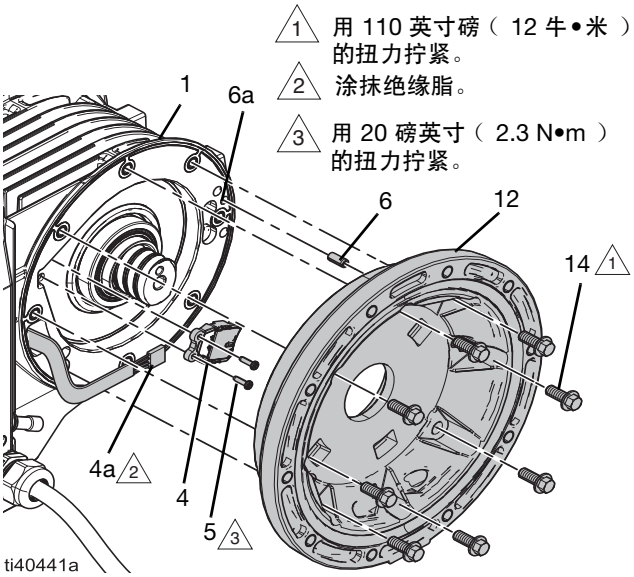
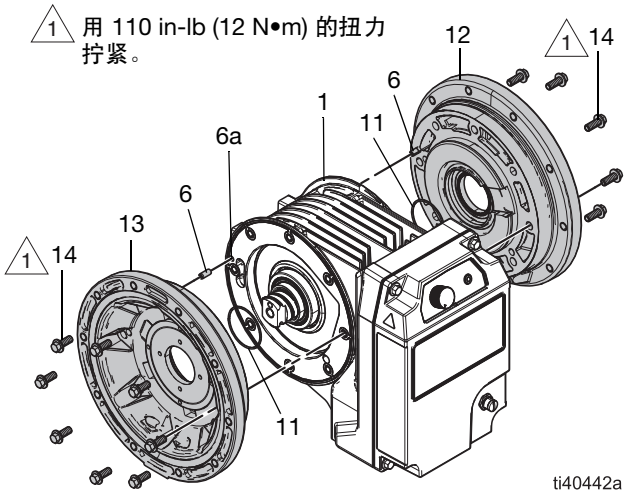

图 12：马达传感器
图 13：中心部分，负载侧
参见图 12。
请参见图 12 和图 13。
2. 小心安装传感器侧定子盖 (12)：
a. 将密封件 (11) 安装到定子盖 (12) 中。
b. 将定子盖 (12) 中的销 (6) 与定子外壳 (1) 上的销孔 (6a) 对齐，然后轻轻插入定子盖 (12)。确保定子帽正确安装到位。参见图 12。
请参见图 12 和图 14。
4. 将密封件 (47) 安装到轮毂 (8) 上。
5. 将另一个密封件 (11) 组装到轮毂 (8) 上。
6. 将预紧螺母和轮毂 (9, 8) 安装到负载侧盖 (13) 上：
a. 在轮毂 (8) 的螺纹上涂抹防卡剂。
b. 将预紧轮毂 (8) 拧到负载侧定子盖 (13) 上。确保预紧轮毂 (8) 的唇缘朝向转子 (7) 的中心。
c. 旋转轮毂 (8)，直到密封件 (47) 接触盖 (13) 的孔。
d. 将负载侧定子盖 (13) 安装到定子外壳 (1) 上。首先，将密封件 (11) 安装到定子盖 (13) 中。参见图 13。
e. 将定子盖 (13) 中的销 (6) 与定子外壳 (1) 上的销孔 (6a) 对齐，然后轻轻插入定子盖 (13)。确保定子帽正确安装到位。参见图 13。
f. 将紧固件 (14) 安装到定子盖 (13) 中。用 110 in-lb (12N•m) 的扭力拧紧。参见**紧固说明**，第 38 页。
g. 将预紧轮毂安装工具插入预紧轮毂 (8)。
h. 在预紧轮毂安装工具上使用适用的扳手以 20 ft-lb (27 N•m) 的扭力拧紧预紧轮毂 (8)。